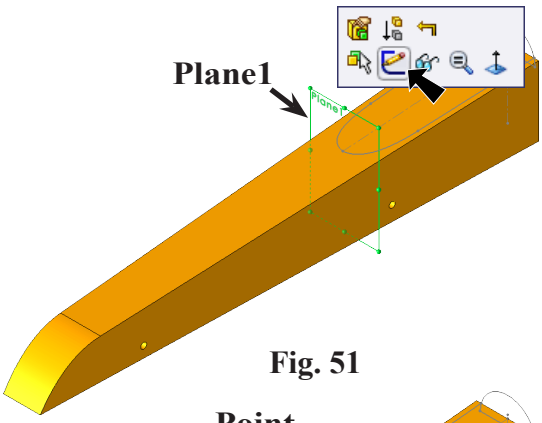

Fig. 51
Step 1. Click new **Plane 1** and click **Sketch** on the Content menu, **Fig. 51**.